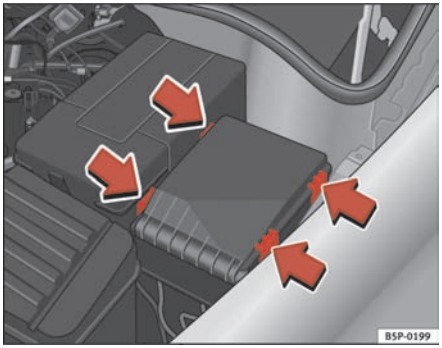

Fig. 162 Fuse box cover in engine compartment
– Prise off the fuse cover in the engine compartment by pressing the tabs towards the centre of the cover ⇒ fig. 162.